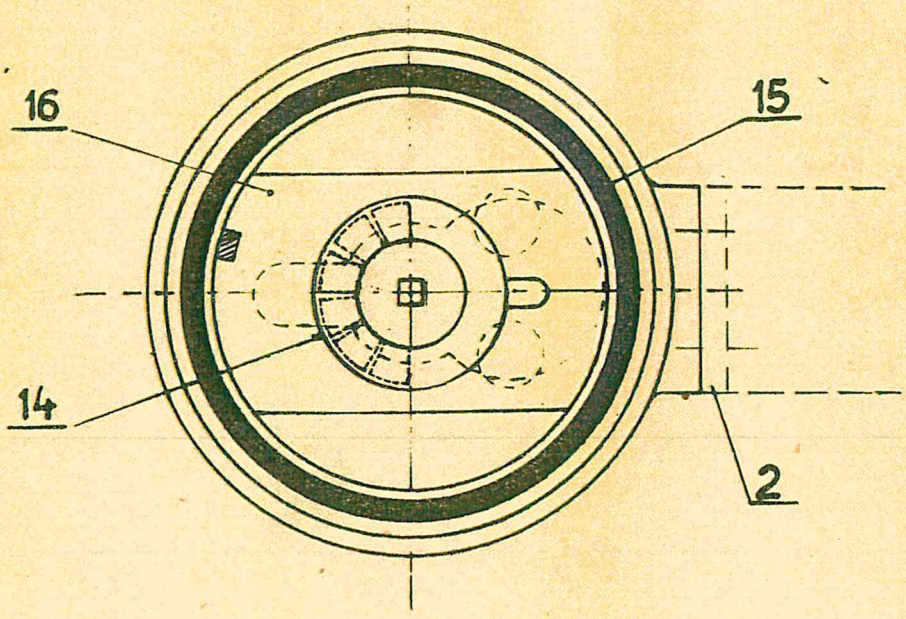

Fig. 24
In the case of too damaged arc chute, it must be replaced. The attention must be paid to the correct placing with respect to the bottom outgoing (2) in accordance with Fig. 24.